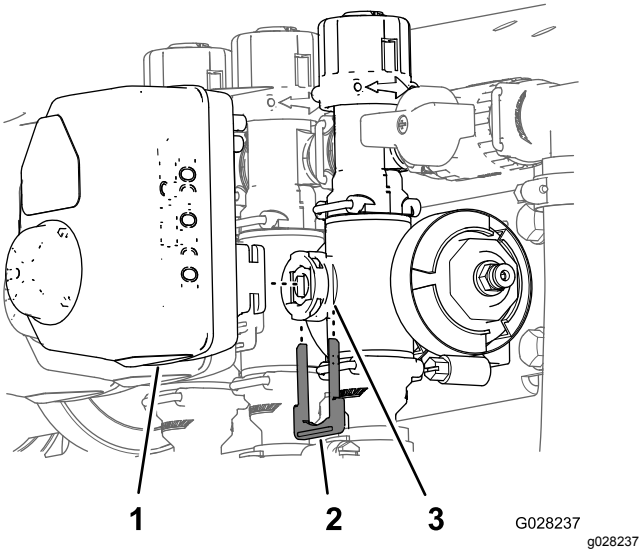

Figur 66
3. Fjern den holder, der fastgør aktuatoren til manifoldventilen til hastighedsregulering, omrøring, hovedsektionen eller sektionsventilen (Figur 66).